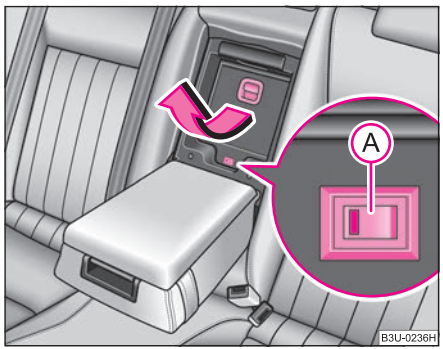

Fig. 75 Cool box
– Pull the handle ⇒ fig. 75 and pull the lid downwards.
– The cooling action of the cool box is switched on and off using switch Ⓐ ⇒ page 88, fig. 75. It is signalised by the lighting up of the indicator light on the switch.